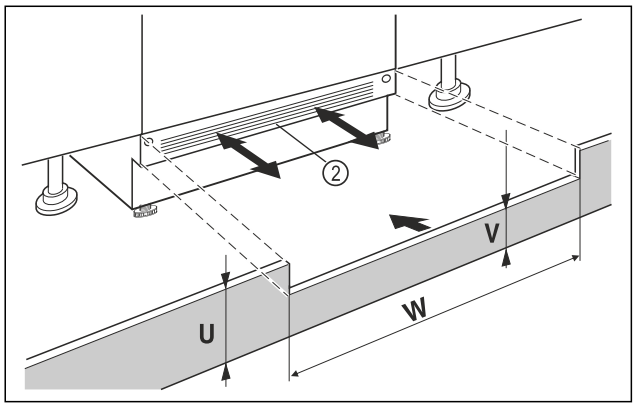

Fig. 39 例图
▶ 安放冰箱基座饰板 *Fig. 39 (2)*，但暂时不要固定。
▶ 基座饰板 *Fig. 39 (2)* 可见时，将其尽可能向前拉动，以使通风格栅的前缘与家具基座饰板构成一个平面。
▶ 基座饰板 *Fig. 39 (2)* 被盖住时，将其推到最后面。
▶ 确保通风口完全畅通无阻：必要时，裁剪家具基座饰板 *Fig. 39 (U)* 的高度！
▷ 沿着壁龛宽度方向 *Fig. 39 (W)* 调整 *Fig. 39 (V)* 冰箱基座饰板 *Fig. 39 (2)* 下方的腹板高度。